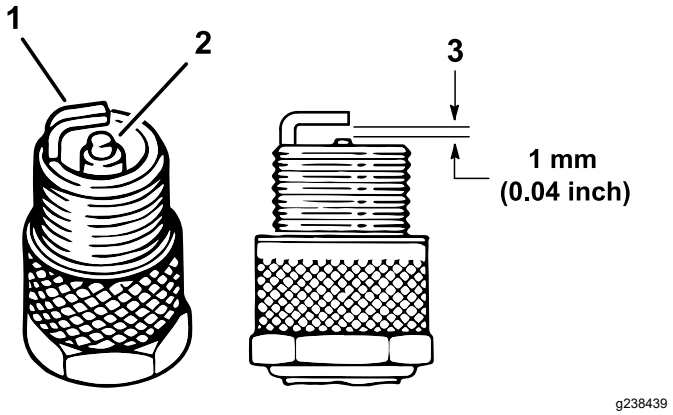

Figura 36
4. Compruebe el estado del electrodo lateral, el electrodo central y el aislamiento del electrodo central para verificar que no están dañados (Figura 36).
5. Ajuste la distancia entre los electrodos central y lateral a 1 mm (0.04"), como se muestra en la Figura 36.